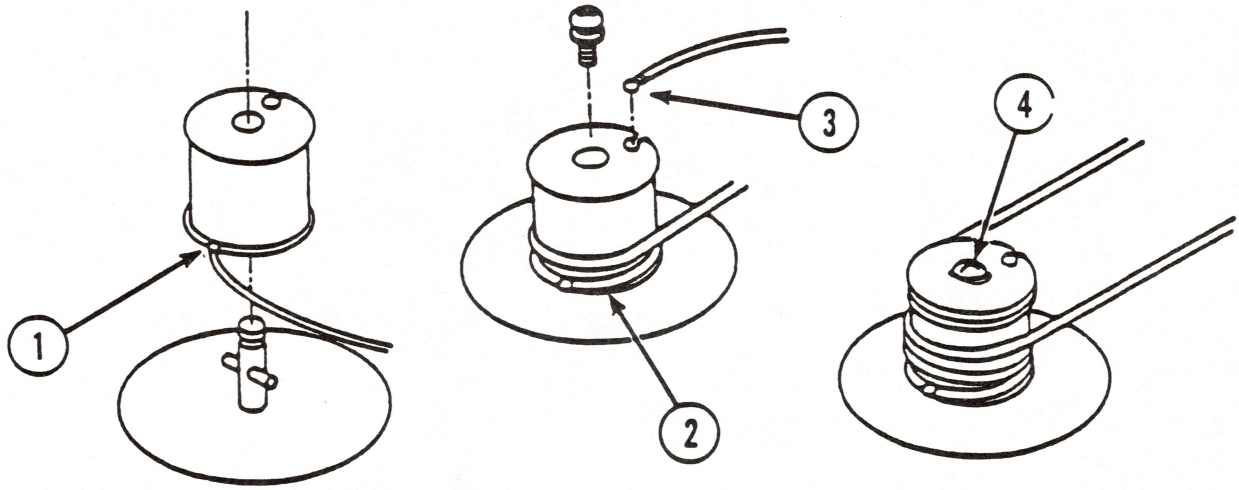

FIGURE 11
6. Insert the long end of the wire into the bottom slot on the motor pulley (see Figure 11, #1).
8. Seat the motor pulley on the shaft (see Figure 11, #2).
10. **(For the 15 inch ImageWriter only, wrap the carrier wire around the left hand pulley before you continue.)** Insert the short end of the wire into the top slot of the motor pulley (see Figure 11, #3).
12. Replace the motor pulley screw (see Figure 11, #4).